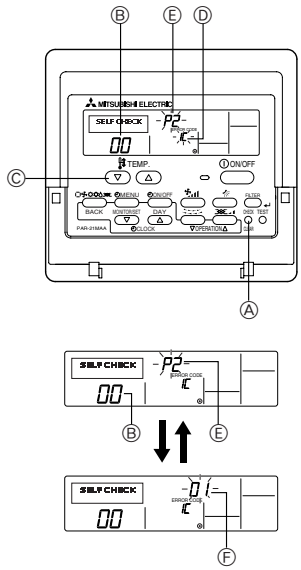

Fig. 7-3
7.3.1. Für die verdrahtete Fernbedienung (Fig. 7-3)
① Den Netzstrom einschalten.
② Die [CHECK] (PRÜFEN)-Taste zweimal drücken
③ Bei Verwendung der System-Steuerung mit der [TEMP]-Taste die Kältemitteladresse einstellen.
④ Zum Ausschalten der Selbstprüfung die [ON/OFF] (EIN/AUS)-Taste drücken.